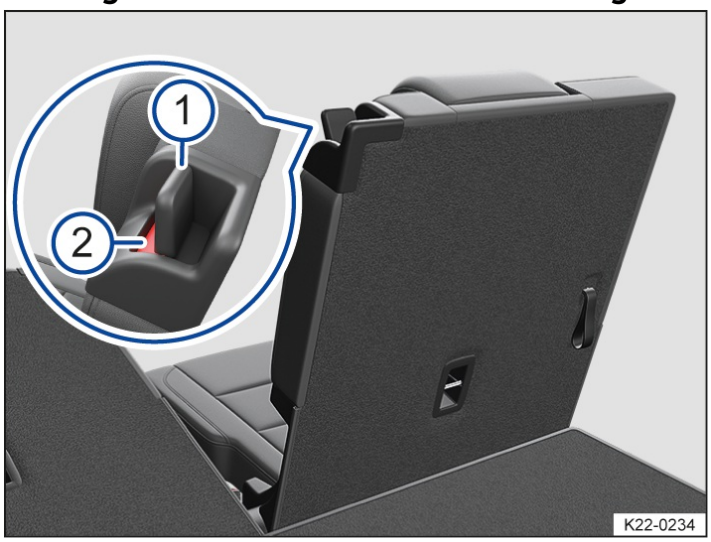

Fig. 1 Third row seat: folding the rear seat into the cargo floor position.
8. To release the rear seat backrest, pull the release lever → *fig. 1* (1) all the way back.